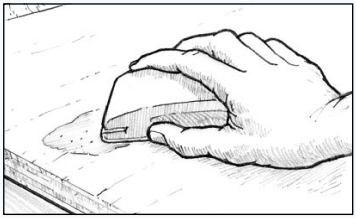

Figur 23 Slib den hærdede spartlingsmasse til den ønskede kontur.
6. Slib spartlingsmaterialet, så det passer til de omgivende konturer *(Figur 23)*. Begynd med sandpapir korn 50, hvis det er nødvendigt at fjerne meget spartlingsmateriale. Brug sandpapir korn 80, når du nærmer dig den endelige kontur.